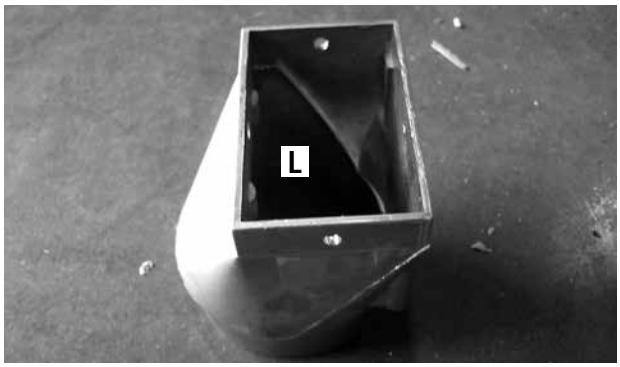

Figure 54
1. Avec une terminaison d'évacuation arrière, retirer les trois vis (une au dessus et une de chaque côté) qui fixent le boîtier de nettoyage du système d'évacuation et remplacer celui-ci par l'adaptateur *(voir **figure 54**)*.